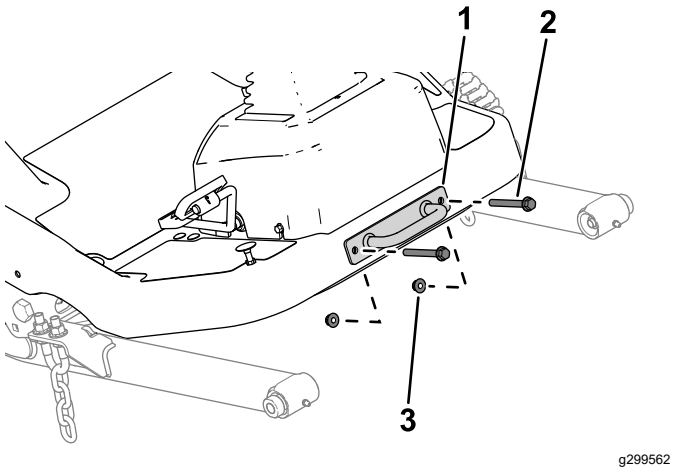

Figur 11
1. Fjern holdebeslaget fra platformen (Figur 11).